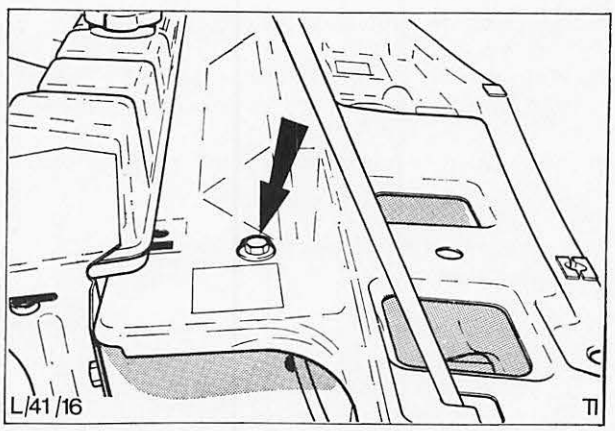

Abb. 26 Lage der Klemmschraube – Haubenzug-Klemmschelle
1. Schraube der Haubenzug-Klemmschelle lösen, Abb. 26.